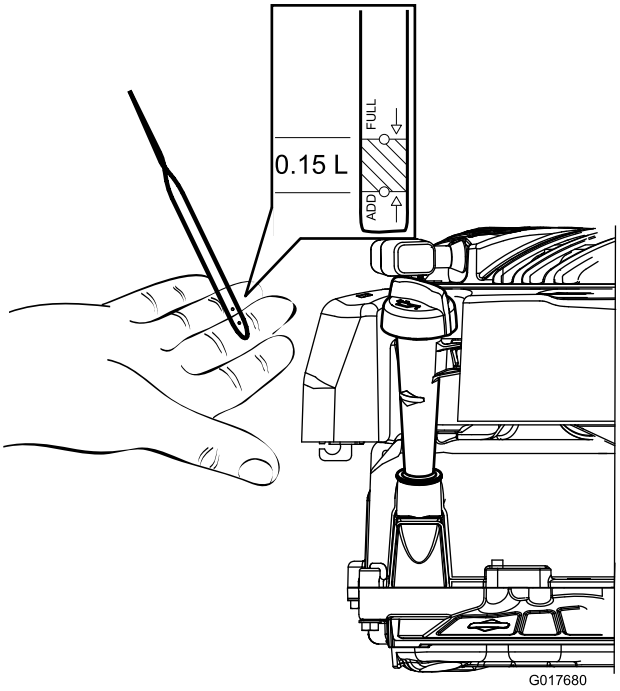
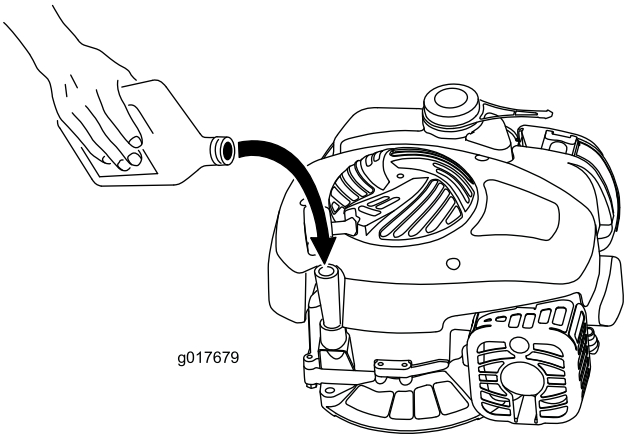

Figuur 5
Figuur 6
1. Verwijder de peilstok (Figuur 5).
2. Giet langzaam olie in de vulbuis totdat het peil de VOL-markering op de peilstok bereikt (Figuur 5 en Figuur 6). Wacht na het bijvullen van de olie 3 minuten en controleer het peil met de peilstok. Niet te vol vullen. (Maximale vulhoeveelheid: 0,47 liter, type: SAE 30 reinigingsolie, met onderhoudsclassificatie SF, SG, SH, SJ, SL van het American Petroleum Institute [API] of hoger.)